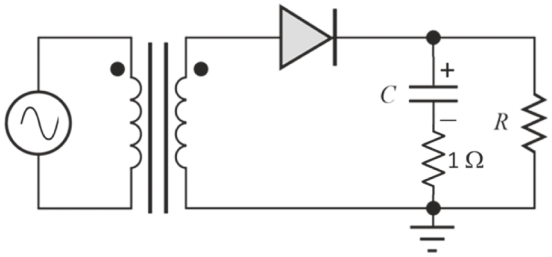

**FIGURE 10.26** (Step 11) Half-wave rectifier circuit with a filter capacitor. The positive lead of the electrolytic capacitor is closest to the diode (top). ⏎
**11. Filtering the half-wave rectifier.** Turn off the output from the function generator AC source. Now you will add a filter capacitor to the output of the half-wave-rectified power supply to reduce the ripple factor. Choose a 100 μF electrolytic capacitor. You must be mindful of the polarity of the electrolytic filter capacitor, or it could burst. Add the capacitor in parallel with the load, as shown in Fig. 10.26. The negative lead of the cap is printed on the side in the form of light-colored bar, which is actually a minus sign. Put it in the circuit to match the polarity of the voltage shown across the capacitor in Fig. 10.26. Check it twice for correct polarity. If you and your lab partner agree that the diode and the capacitor are connected correctly then you may turn on the waveform generator. In order to measure the current through the capacitor as it charges near the peak of the cycle, add a 1 Ω sense resistor between the capacitor and ground and view that voltage drop on CH3.